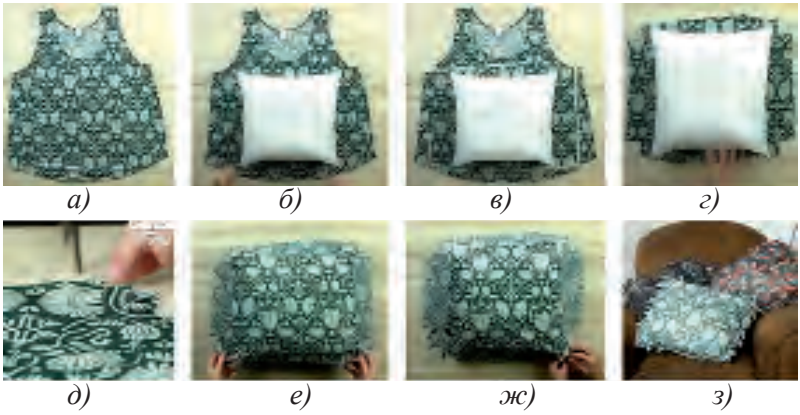

Рис.82. Изготовление подушечки из трикотажных маек вышедших из потребления.
1. От трикотажной майки отрезаются два куска, равные размеру подушки и с припуском 5–6 см по бокам (рис.82, а, б, в). Далее срезаются 4 угла как показано на рисунке 82, г.
2. Затем 4 стороны срезаются по длине 4–5 см, по ширине – 2–3 *см* (рис.82, д).
3. Подушка вкладывается между верхней и нижней частями наволочки (рис.82, е).
4. Верхняя и нижняя части наволочки связываются между собой со всех сторон (рис.82, ж) и наволочка готова (рис.82, з).